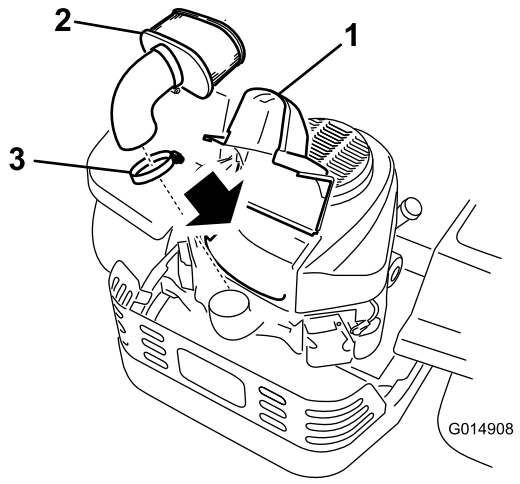

**Figur 36**
3. Rengjør rundt luftrenserdekselet for å unngå at det kommer smuss i motoren som kan forårsake skade. Løft opp dekselet og fjern slangeklemmen som fester luftrenseren til motoren (Figur 36).
4. Løsne slangeklemmen og fjern papirelementet (Figur 36).